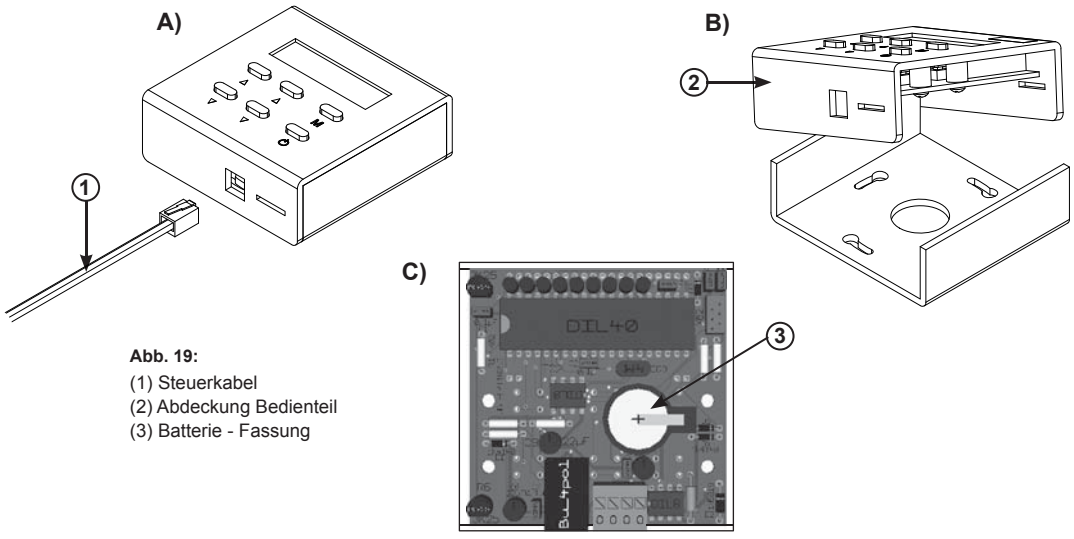

Abb. 19:
- Trennen Sie das Steuerkabel (1) vom Bedienteil.
- Öffnen Sie das Bedienteil indem Sie die Abdeckung (2) anheben.
- Die Fassung (3) für die Batterie liegt auf der Platine. Entnehmen Sie die Batterie und ersetzen sie sie gegen eine neue, wie in Abb. 19 C dargestellt.